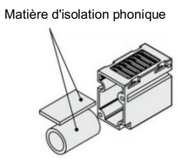

Fig.2
2) Replacez le matériau d'absorption acoustique à l'intérieur du boîtier du silencieux (Fig.2)